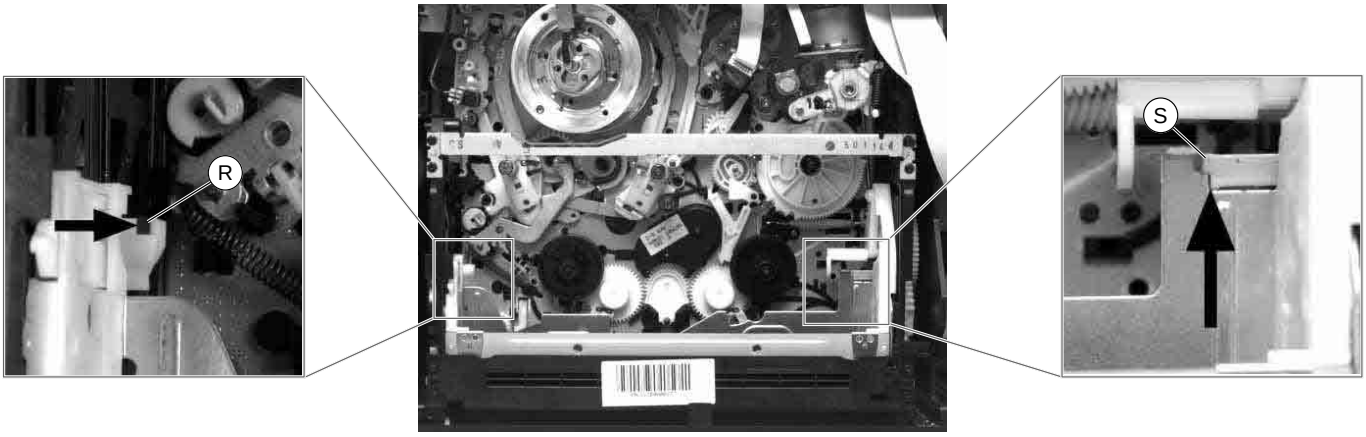

Fig. 1 Fig. 2
– Arretierungen (R) (Fig. 1) und (S) (Fig. 2) des Cassettenschachtes lösen und diesen dabei so weit nach innen schieben, bis sich der Cassettenschacht leicht absenkt.
– Release the locks (R) (Fig. 1) and (S) (Fig. 2) of the cassette compartment and move it inwards until the cassette compartment lowers by a small amount.
- Arretierungen (R) (Fig. 1) und (S) (Fig. 2) des Cassettenschachtes lösen und diesen dabei so weit nach innen schieben, bis sich der Cassettenschacht leicht absenkt.
- Release the locks (R) (Fig. 1) and (S) (Fig. 2) of the cassette compartment and move it inwards until the cassette compartment lowers by a small amount.